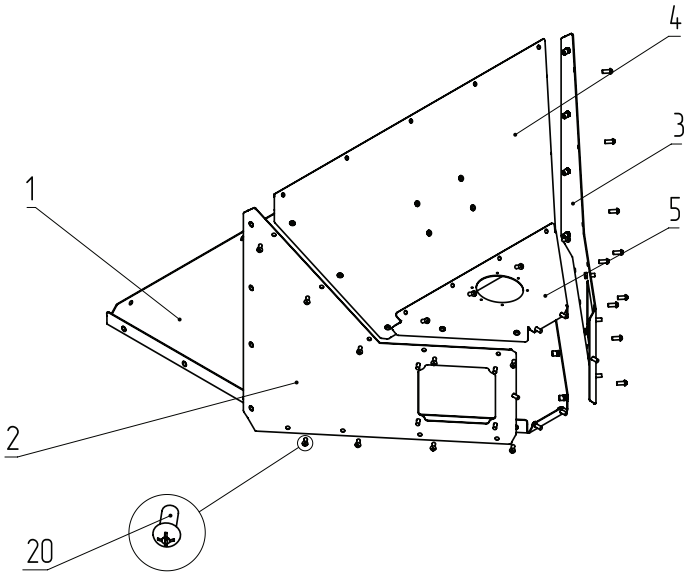
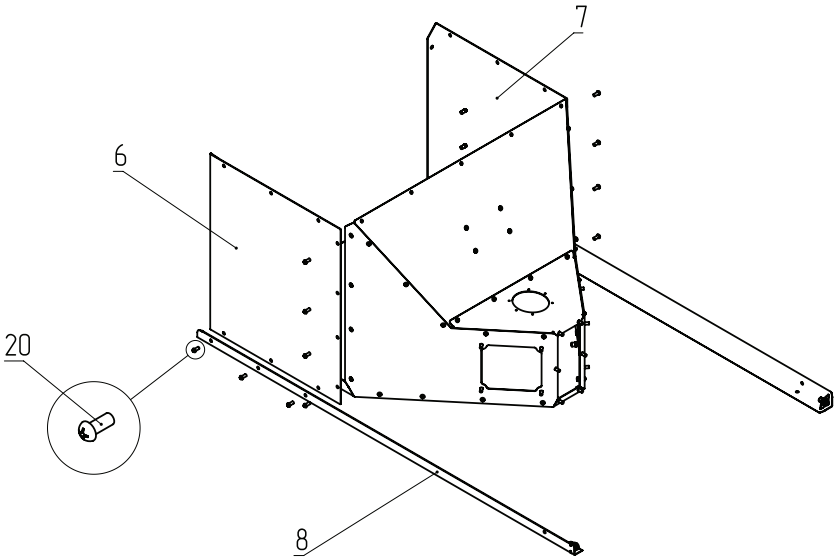
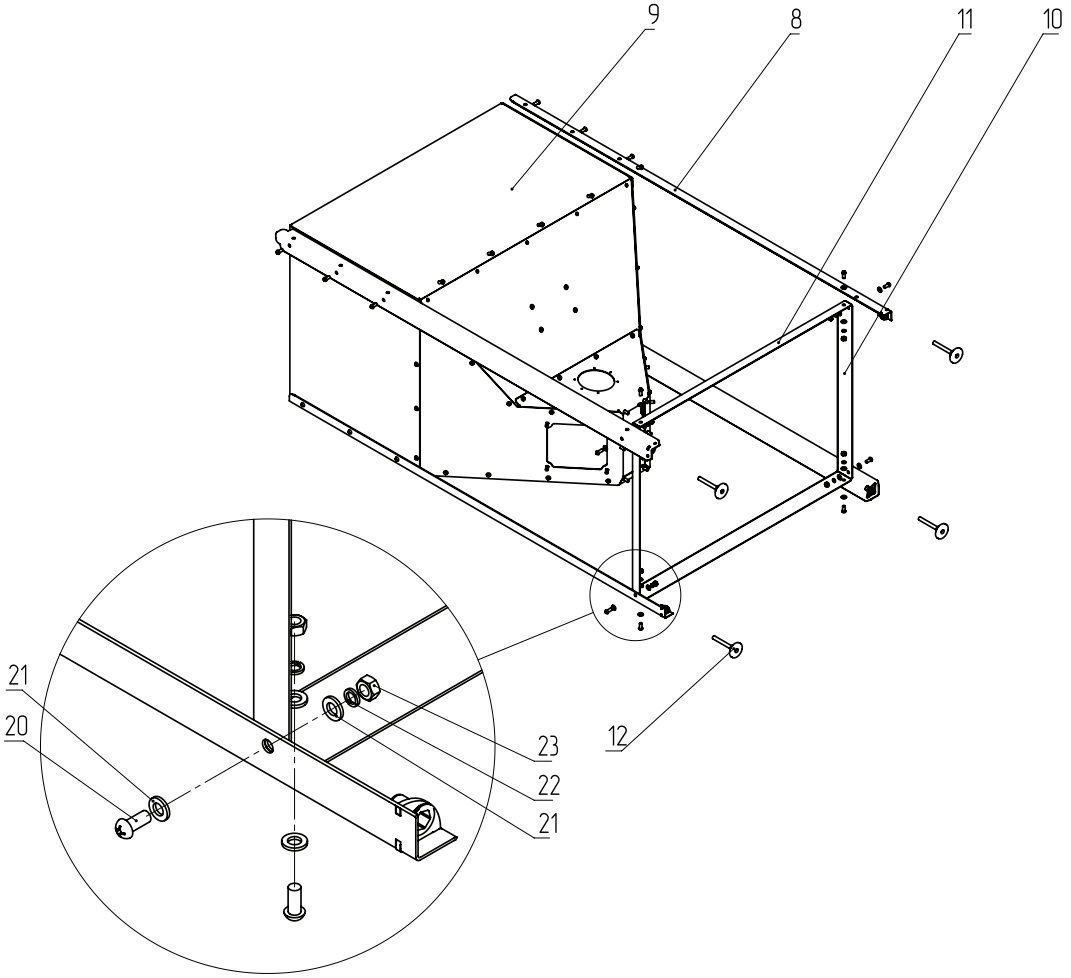

Рис.10 Порядок сборки бункера
Рис.11 Порядок сборки бункера
Рис.12 Порядок сборки бункера
1. Прикрутите к стенке главной (**Рис.10, поз.1**) стенку бункера наклонную переднюю (**Рис.10, поз.2**), стенку бункера наклонную заднюю (**Рис.10, поз.3**), стенку бункера наклонную правую (**Рис.10, поз.4**) и трапецию (**Рис.10, поз.5**);
2. Скрепите детали винтами (**Рис.10, поз.20**), как показано на **Рис.10**;
3. К собранной детали (**Рис.10**) прикрутите стенку верхнюю переднюю (**Рис.11, поз.6**), стенку верхнюю заднюю (**Рис.11, поз.7**) и стойки бункера (**Рис.11, поз.8**);
4. Зафиксируйте их винтами (**Рис.11, поз.20**), как показано на **Рис.11**;
5. К собранной детали (**Рис.11**) прикрутите стенку верхнюю правую (**Рис.12, поз.9**) и стойки бункера (**Рис.12, поз.8**) и зафиксируйте их винтами;
6. Укрепите стойки бункера поперечными перекладинами (**Рис.12, поз.11**);
7. Зафиксируйте их винтами (**Рис.12, поз.20**), шайбами (**Рис.12, поз.21, 22**) и гайками (**Рис.12, поз.23**), как показано на **Рис.12**;
8. В стойки бункера вкрутите опоры резьбовые регулируемые (**Рис.12, поз.12**). Данные опоры служат для регулирования высоты и уровня бункера.
4. Закрепите механизм подачи (верхний) к стенке наклонной правой (**Рис.10, поз.4**) четырьмя винтами (**Рис.10, поз.31**);